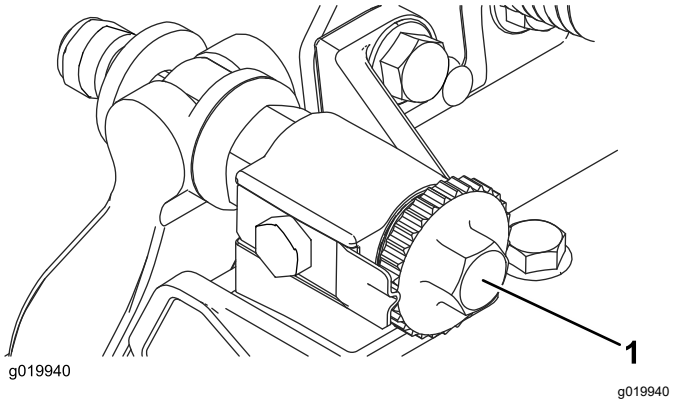

Figuur 8
2. Draai de stelschroeven van de snijbalk linksom zodat de snijbalk de messenkooi niet raakt (Figuur 8).